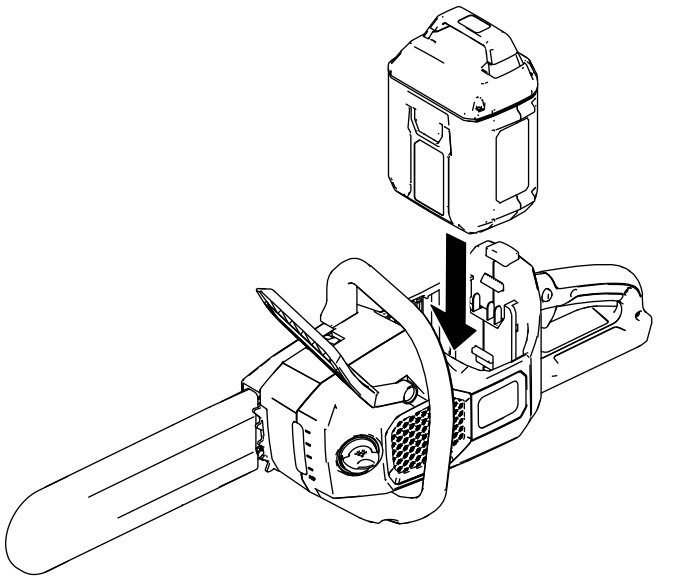

Figur 7
3. Flugt batteripakkens trækstang med batterihulrummet i kædesaven (Figur 7).